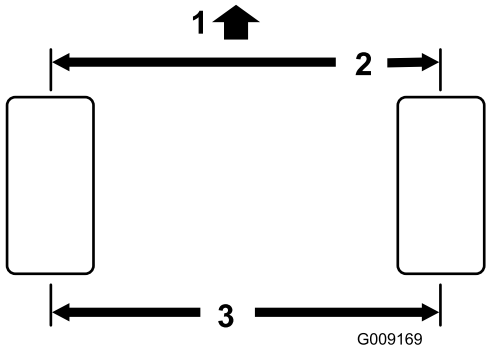

Rysunek 56
2. Zmierz odległość między środkami (na wysokości osi) z przodu i z tyłu kół kierowanych (Rysunek 56).